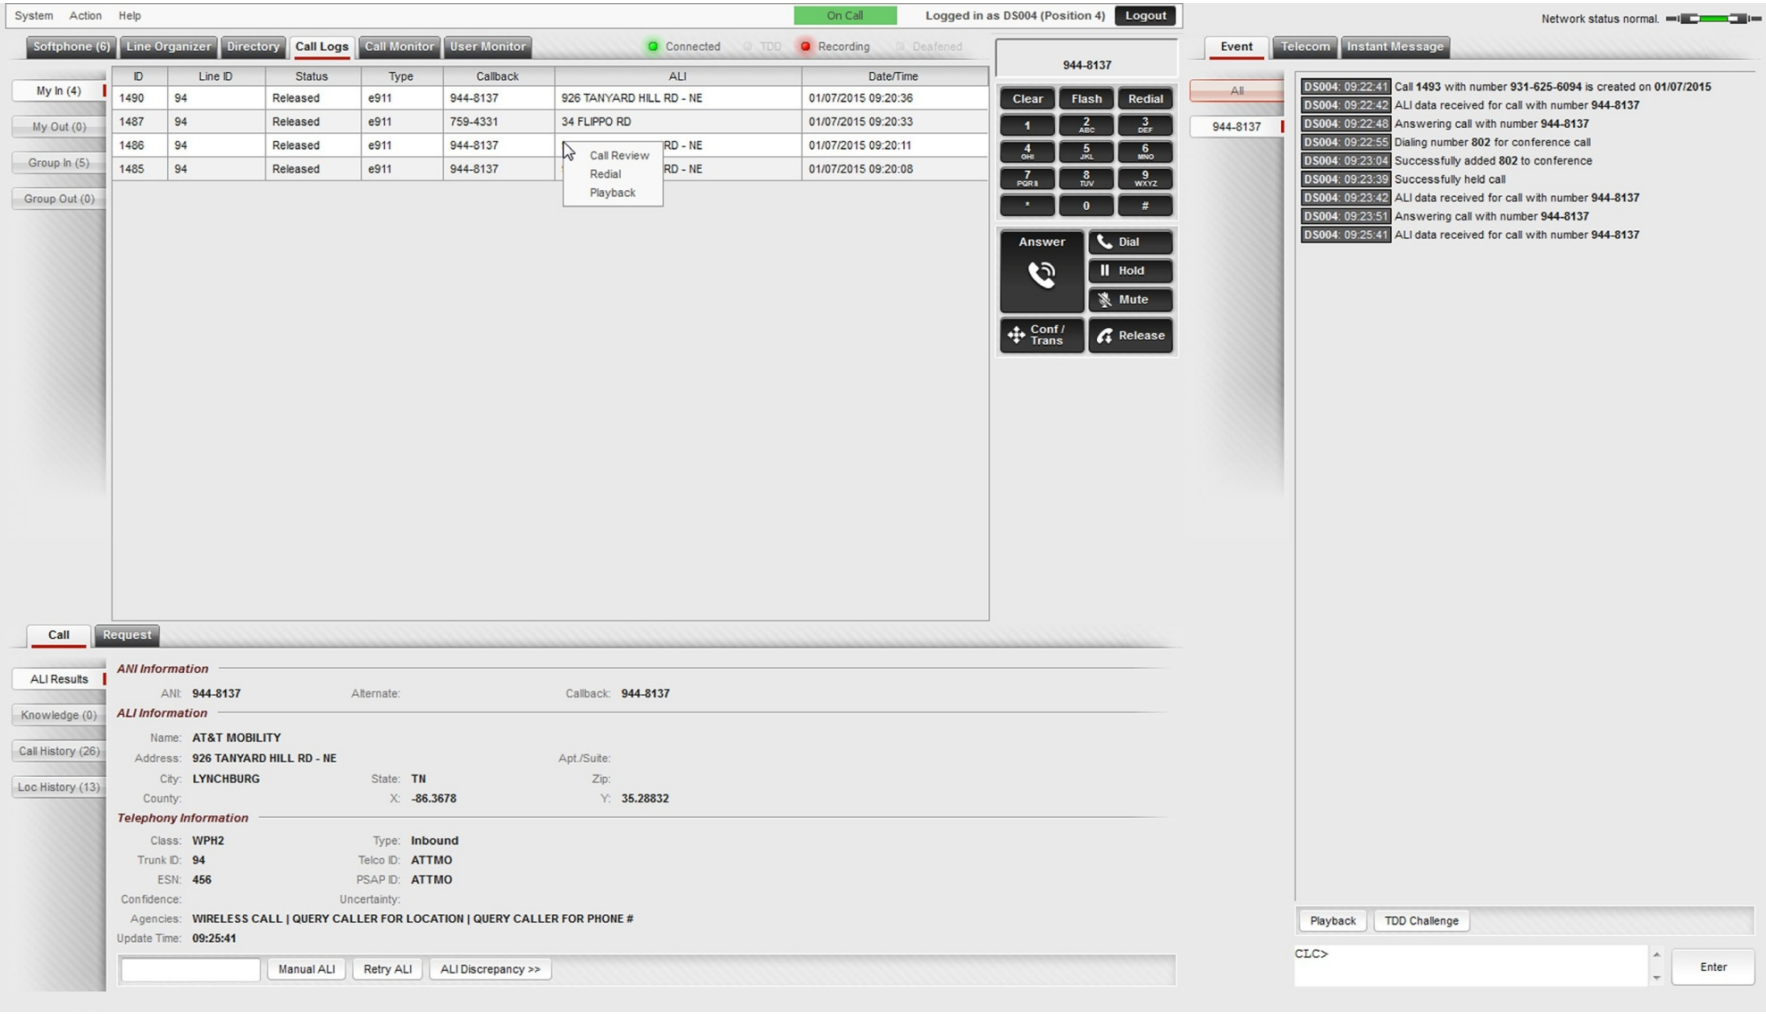

Figure 2-9: CallStation Call Logs – Call Review Options
- **Call Logs** - The Call Logs display detailed information on the inbound and outbound call history of the last twelve or twenty four hours, depending on system configuration. Call may be filtered by workstation user or Dispatch Group of which the user is a member. Call history information includes call ID, line ID, call status, call type (e.g. e911, e7digit, administrative, etc.), ANI provided callback number, ALI information, and the date and time at which the call came in. Right-clicking on a call in the Call Logs provides options to Review, Redial, and Playback. Figure 2-9 displays the CallStation Call Logs.